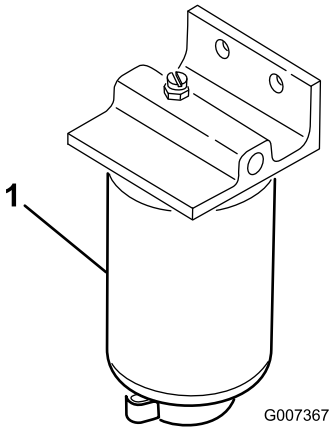

Figur 28
2. Plasser et tappefat under drivstoffilteret (Figur 28).
3. Åpne tappepluggen på bunnen av drivstoffilteret, og tapp eventuelt oppsamlet vann (Figur 28). Stram til pluggen etter tapping.